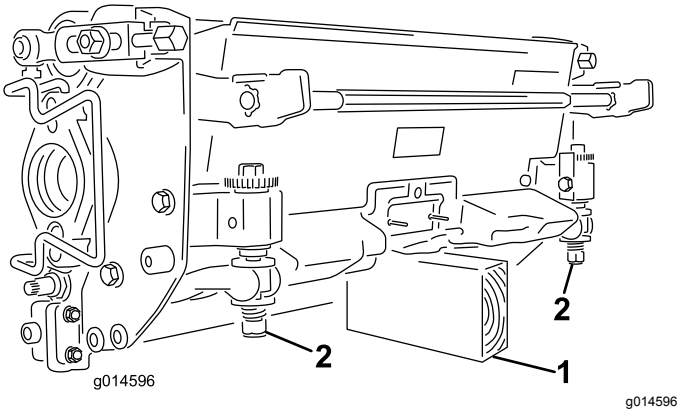

**Figur 41**
***Vigtigt:*** **Når det er nødvendigt at vippe klippeenheden, skal bagenden af klippeenheden understøttes for at sikre, at møtrikkerne på bundtværstangens justeringsskruer ikke hviler på arbejdsfladen (Figur 41).**